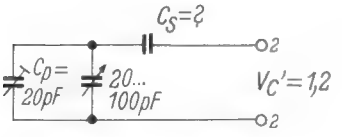

Bild 6. Schaltung zum Beispiel 2 (13) Einfluß des Parallelkondensators C_p
In dem Beispiel 1 (13) möge dem Drehkondensator ein Trimmer mit einer mittleren Kapazität von 20 pF parallelgeschaltet sein (Bild 6). Wie groß ist jetzt der Serienkondensator zu wählen?